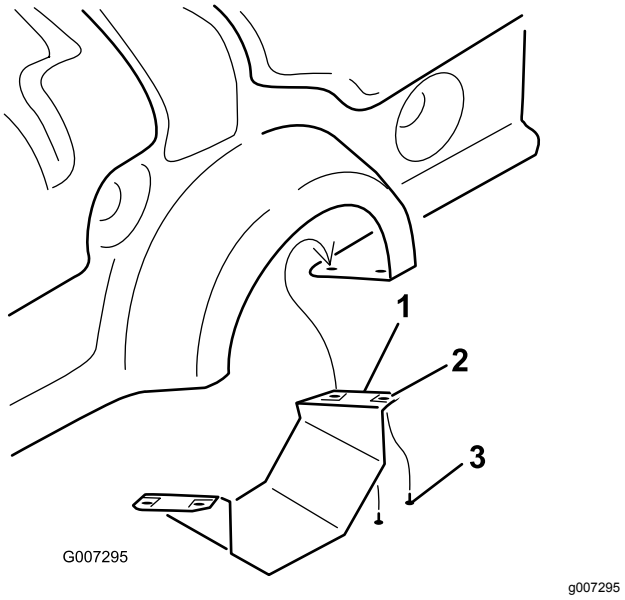

Figuur 10
1. Verwijder de onderste aftakaskap (alleen op de ProCore 864) (Figuur 10).